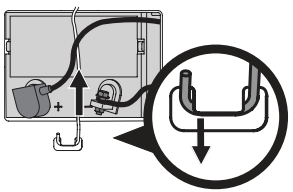

Fig. 23
3. Extraiga el soporte de sujeción de la batería empujando el extremo de acoplamiento hacia afuera de la lengüeta de la tapa de protección que está a la derecha de la batería. Luego levante el soporte de sujeción de la batería para liberar la batería (Fig. 23).